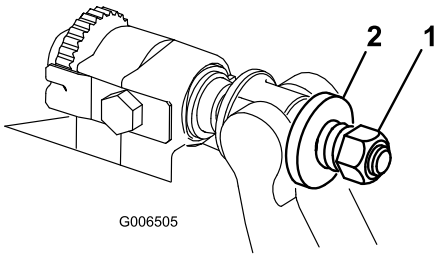

Figur 29
3. Stram fjærspenningsmutteren til fjæren bryter sammen. Skru deretter ut 1/2 gang (Figur 29).